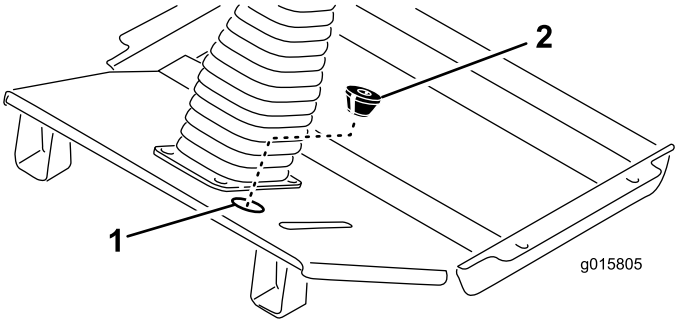

**Figure 9**
- Starting at the front of the machine and under the floor plate, route the end of the harness with the (2) connectors up through the knockout in the floor plate and up the steering column to the turn signal and head light switches Figure 9. Plug the harness connectors to the appropriate switches.
- Cut a slit in the supplied grommet and cut out the bottom opening (Figure 9). With the cone end of the grommet facing down, wrap it around the harness and insert it into the knockout hole in the platform.